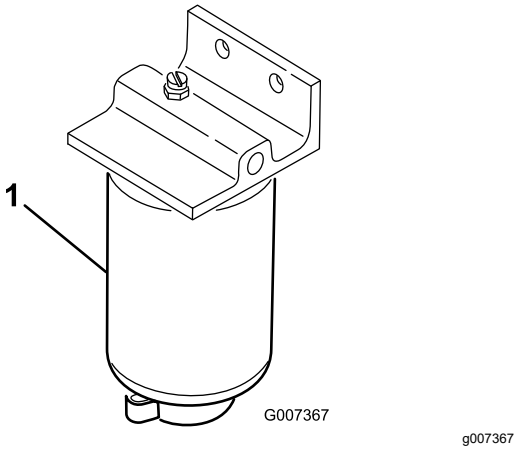

**Figuur 34**
3. Open de aftapplug op het brandstoffilter ongeveer één slag en tap eventueel water af (Figuur 34).